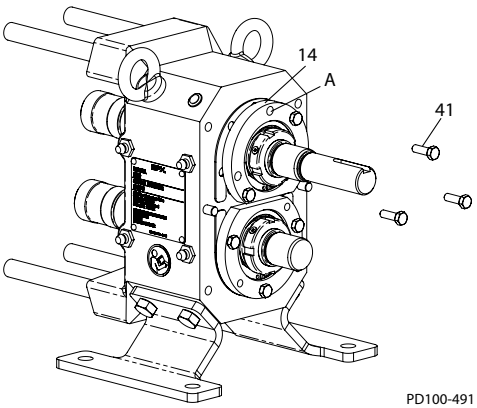
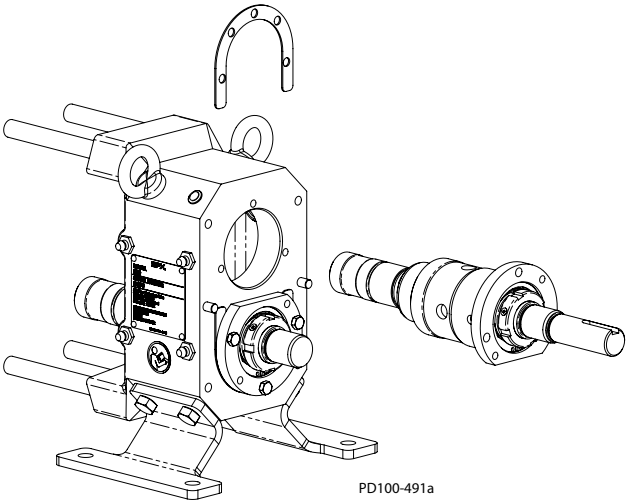

Figura 40 - Rimozione delle viti
Figura 41 - Rimozione dell'albero
4. Rimuovere le viti della scatola dei cuscinetti (Figura 40, articolo 41).
5. Installare due viti nei fori filettati (Figura 40, articolo A) nella scatola dei cuscinetti (articolo 14). Serrare le viti per estrarre la scatola dei cuscinetti dalla scatola ingranaggi (Figura 41).